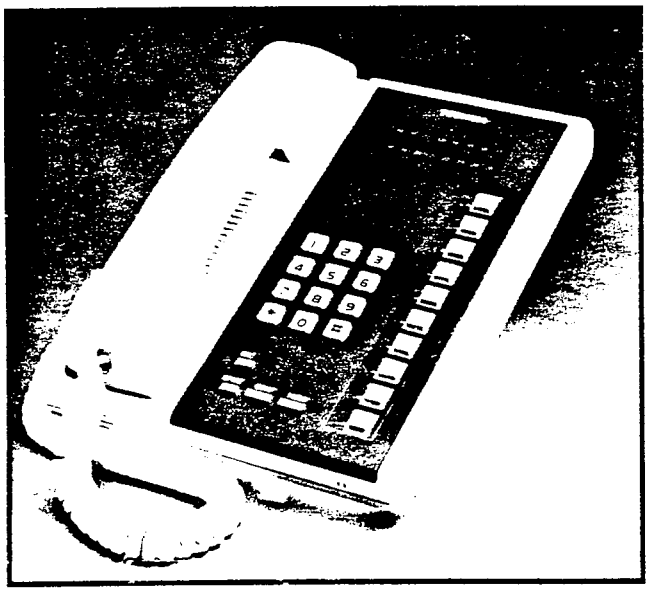

FIGURE 11—10-button BUSY LAMP FIELD ELECTRONIC TELEPHONE
3) 10-button Busy Lamp Field electronic telephone (Figure 11): Available as a speakerphone-only model, with 16 LEDs used as a Busy Lamp Field (with STRATA S_e stations 10 ~ 17 only are indicated).